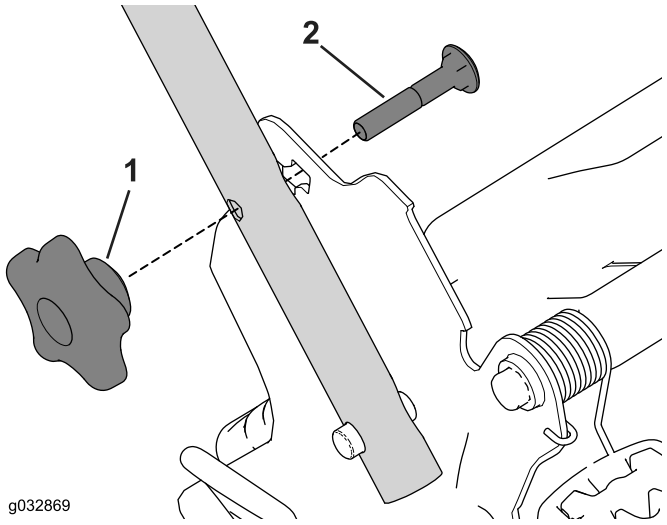

Figur 27
1. Fjern og gem de 2 håndtagsgreb og 2 bræddebolte fra håndtagsbeslagene (Figur 27).